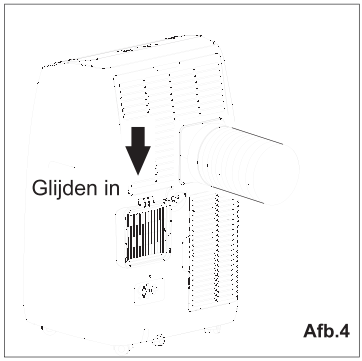

Afb.4
3. Installeer de slanginlaat in de unit (Afb.4).